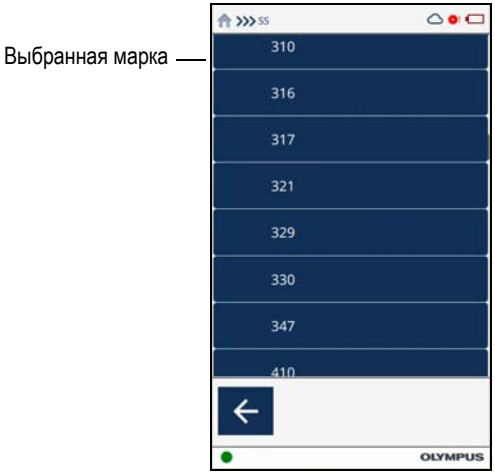

Рис. 2-62 Экран Марка элемента
4. На следующем экране, щелкните на марке элемента (см. Рис. 2-62 на стр. 73).